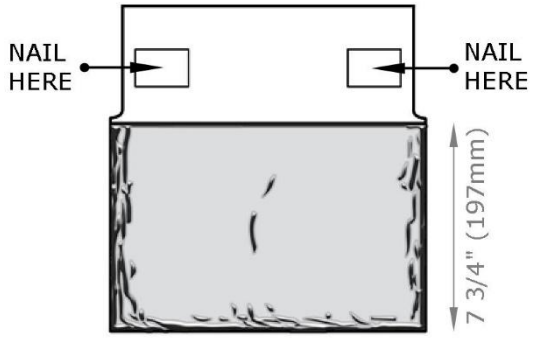

FIGURE 22 - Classic Slate Hip & Ridge Shingle
- Attach using two fasteners, a minimum of ***1 3/4" (44mm)*** in length. Fasteners must penetrate a minimum ***3/4" (19mm)*** into the roof deck or ***1/8" (3.2mm)*** through the roof deck. Install fasteners ***1" (25mm)*** from the edge of the Hip & Ridge Shingles, in the nailing zone indicated on each shingle. See **Figure 22**.